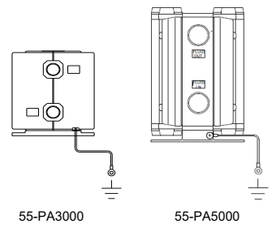

Fig. 1 : méthode de connexion du câble de mise à la terre*
- **Mise à la terre (Fig. 1)**